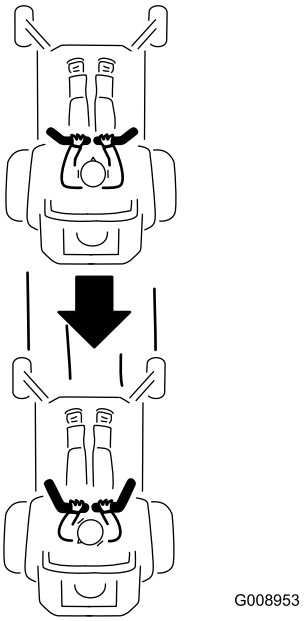

Figuur 25
2. Om achteruit te rijden, trekt u de rijhendels naar achteren (Figuur 25).